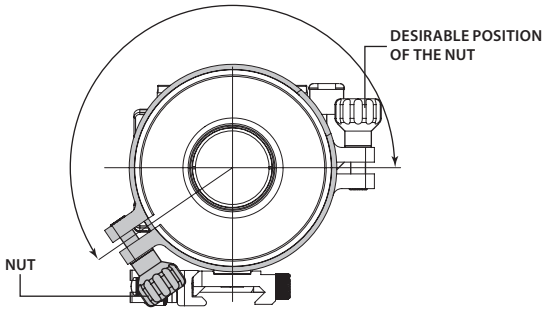

FIGURE 3-12. ESTIMATION OF THE SMS TURNING ANGLE
1. Decide on desirable position of the nut and estimate the angle through which the SMS should be turned CW (see Figure 3-12).